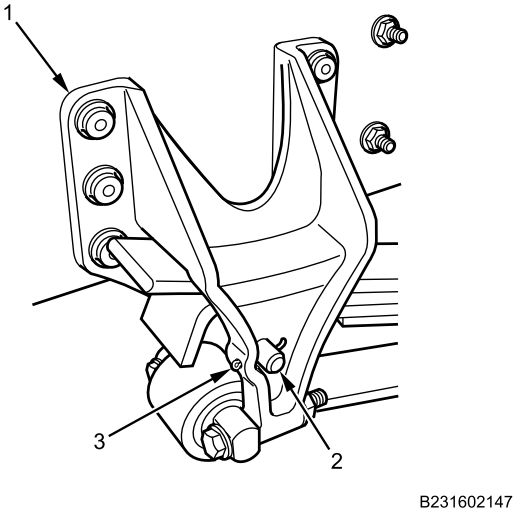

Figure 2. Rear Spring Front Bracket Rebound Pin.
3. Remove cotter pin (Figure 2, Item 3) from rear spring front bracket rebound pin (Figure 2, Item 2) and rear spring front bracket (Figure 2, Item 1). Discard cotter pin (Figure 2, Item 3).
4. Remove rear spring front bracket rebound pin (Figure 2, Item 2) from rear spring front bracket (Figure 2, Item 1).